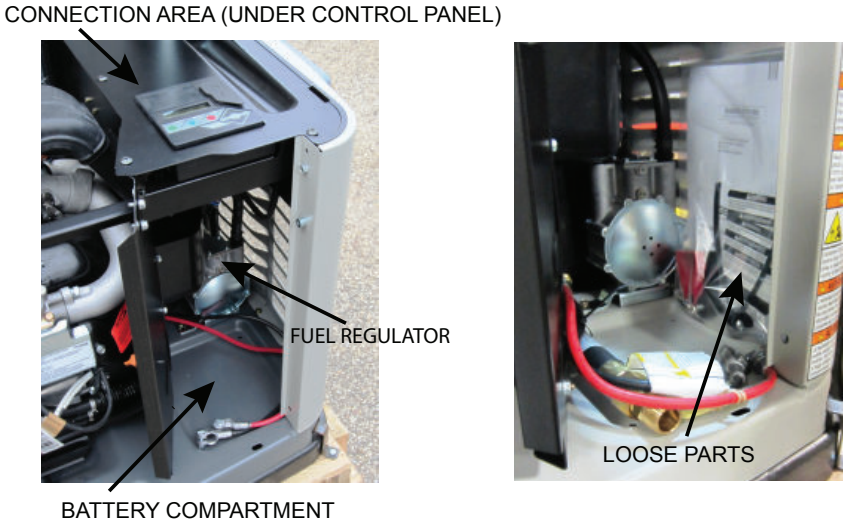

Figure 2.5 — Customer Connection Area/Loose Parts Location
8. Figure 2.5 illustrates the following: